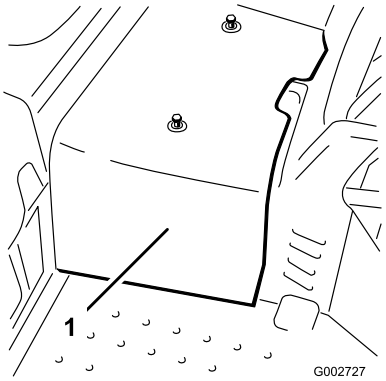

**Figur 41**
2. Lossa de två skruvarna som fäster mittskyddet vid maskinen och ta bort skyddet (Figur 41).